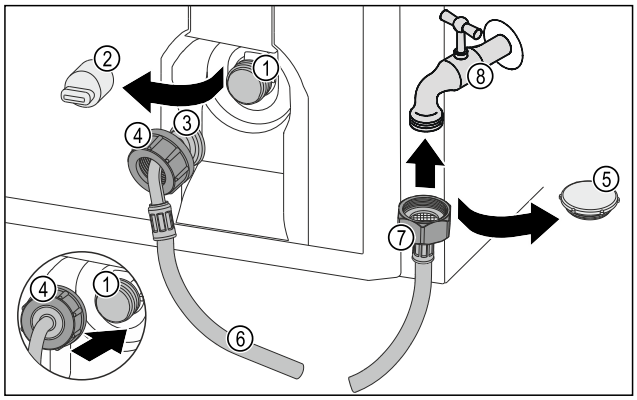

Fig. 74
▶ Îndepărtați capacul *Fig. 74 (5)*.
▶ Atașați capătul furtunului drept *Fig. 74 (7)* pe robinetul de apă *Fig. 74 (8)*.
▶ Strângeți ferm piulița pe capătul furtunului drept *Fig. 74 (7)* în sens orar.